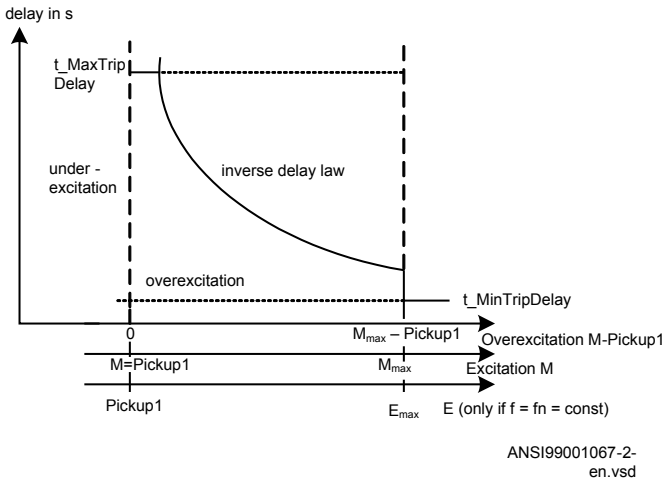
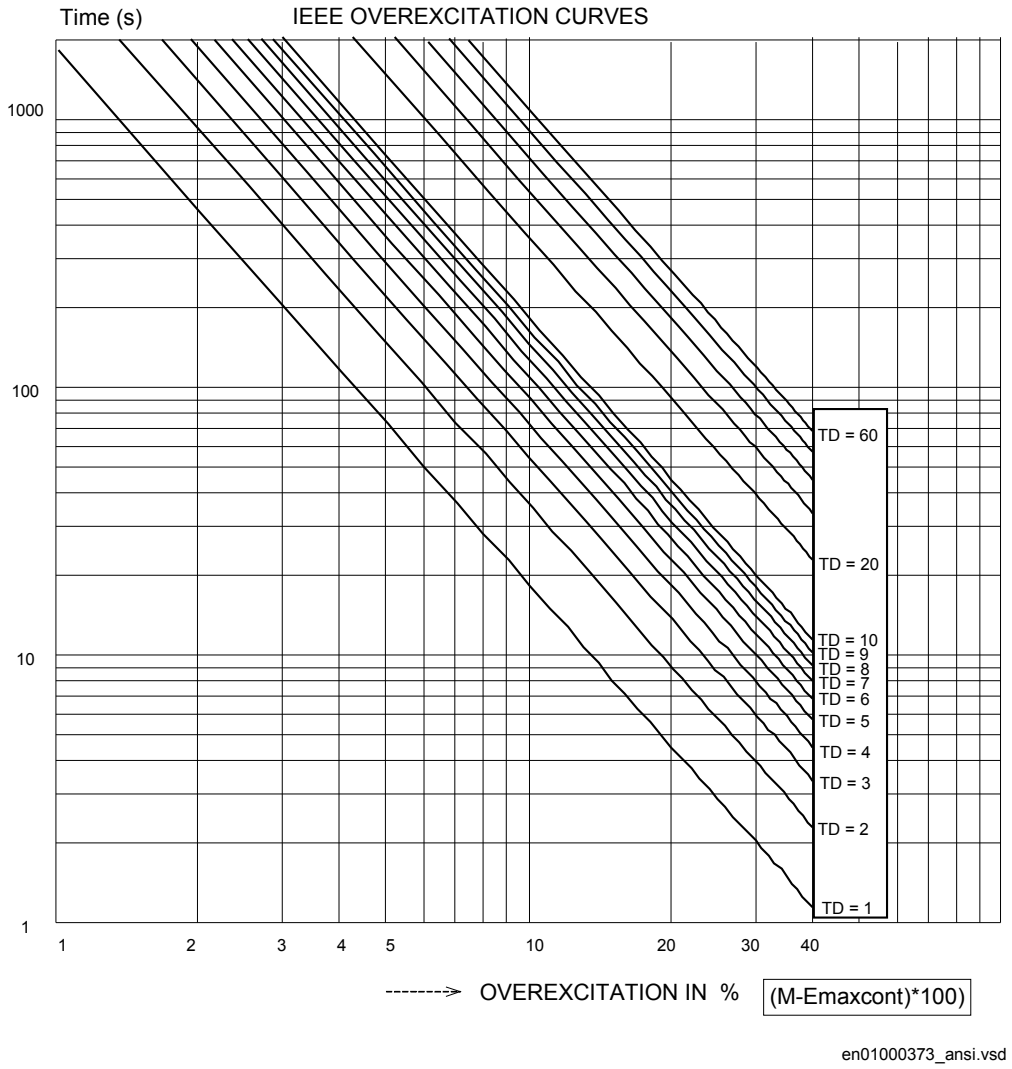

Figure 82: Restrictions imposed on inverse delays by
Figure 83: Delays inversely proportional to the square of the overexcitation
TD	is time multiplier for inverse time functions, see figure 83.
Inverse delays as per figure 83, can be modified (limited) by a special definite delay setting *t_MinTripDelay*, see figure 82.
be allowed. In case the inverse delay is longer than 1800 seconds, OEXPVPH (24) trips *t_MaxTripDelay*, see figure 82.